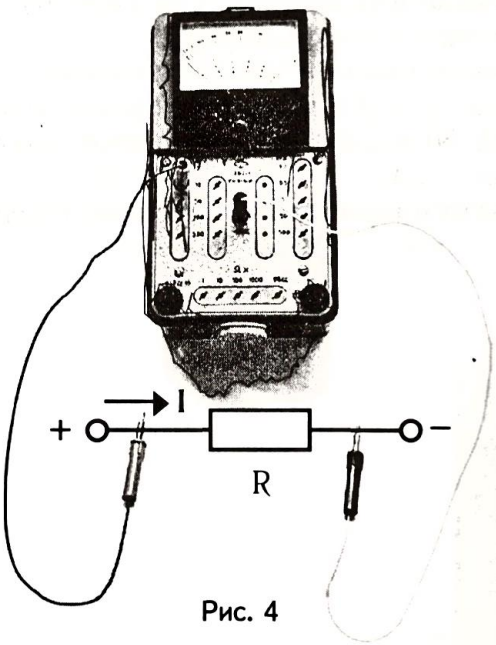

Рис. 4
Используйте авометр как вольтметр для измерения постоянного напряжения (рис. 4).
5. Подсоедините прибор параллельно измеряемому участку электрической цепи. Для этого конец одного проводника включите в гнездо «-Общ» (оно в середине панели, см. рис. 4), а конец другого – в выбранное гнездо первого левого ряда, где стоит обозначение «–». Свободные концы щупов соедините с концами исследуемого участка цепи.